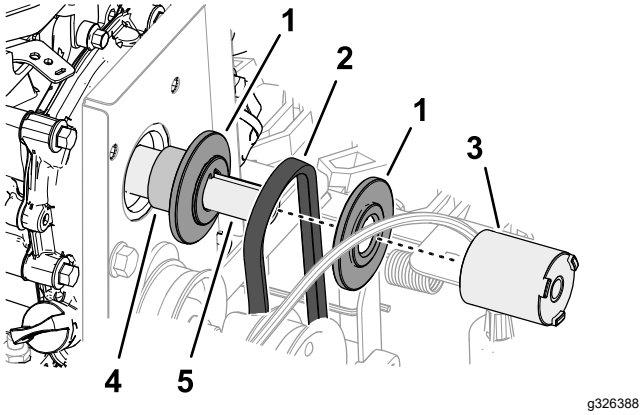

**Figure 50**
2. En haut de la machine, chaussez la courroie de déplacement dans la gorge de la poulie de déplacement, et faites-la passer par-dessus le vilebrequin du moteur (Figure 50).